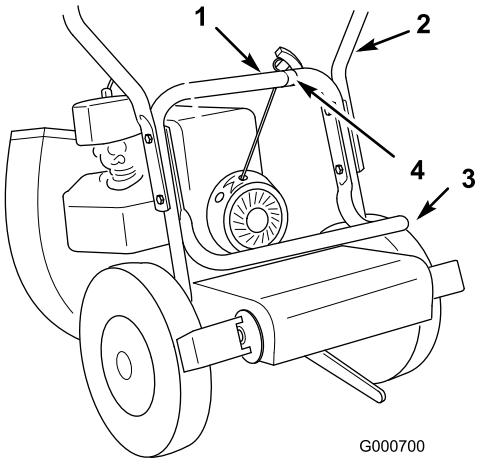

Figur 3
1. Fastgør det øverste håndtag til det nederste håndtag med fire bolte (5/16 x 1-1/2 tommer) og låsemøtrikker (5/16 tomme) (Figur 3).
2. Fastgør posestativet på indersiden af det nederste håndtag, mens håndtaget monteres (Figur 3).